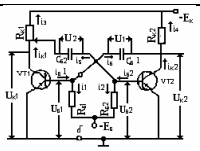

Рис. 1.10
10. Показать по схеме мультивибратора с КБ связями и дополнительным источником смещения (рис.1.10) путь прохождения тока при закрытом состоянии транзистора VT1. Начертить временную диаграмму $U_{к2}(t)$.